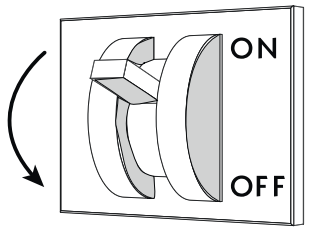

Fig. 24
- Togliere la tensione elettrica al banco tramite l'interruttore sezionatore generale a parete ("Fig. 24").